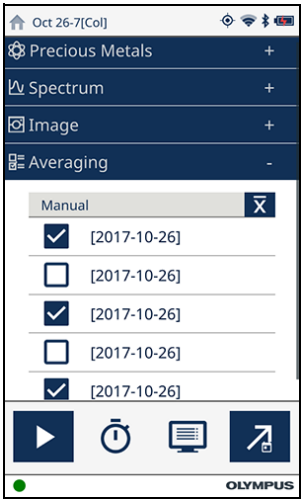

Рис. 3-6 В реал. врем. — Исключение данных из расчета усреднения
1. В раскрываемой строке Усреднение выберите данные (установив соответствующие флажки), которые вы хотите исключить из расчета (см. Рис. 3-6 на стр. 110).